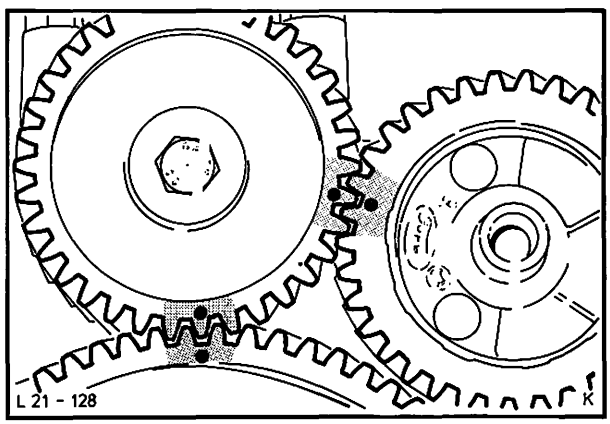

Abb. 272 Punktmarkierung – Stirnräder
17. Nockenwellenzahnrad mit der Punktmarke deckend zur Marke auf dem Kurbelwellenzahnrad aufschieben, Abb. 272. Schraube mit Scheibe eindrehen und mit vorgeschriebenem Drehmoment anziehen.
18. Ausgleichwellenzahnrad (V4-Motor) mit der Punktmarke deckend zur zweiten Marke des Kurbelwellenzahnrades aufschieben, Abb. 272.